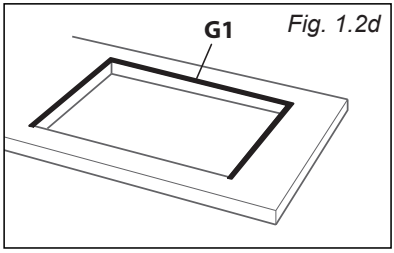
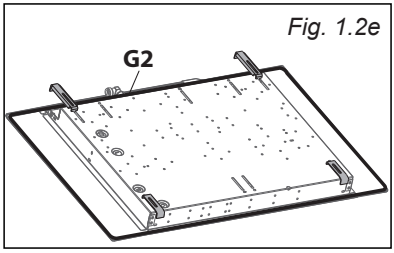
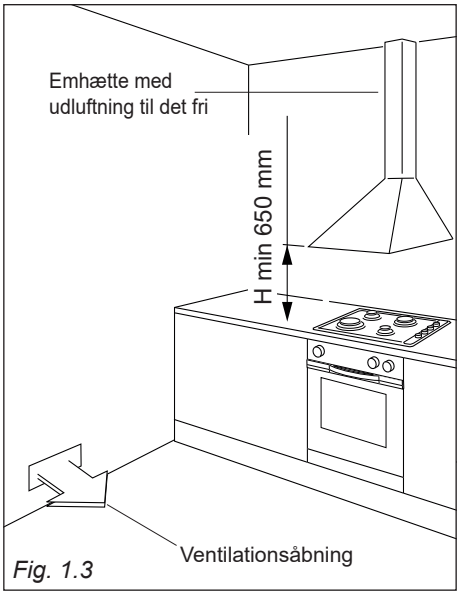

Fig. 1.2d
Fig. 1.2e
Fig. 1.3
- Modeller i fig. 1.3, 1.4 og 1.5 på side 30, 31: påfør den længste tætningsliste “**G1**” på venstre og højre sider samt på bagkanten (fig. 1.2d).
For modeller i fig. 1.3, 1.4 og 1.5 på side 30, 31. Påfør tætningslisten "**G2**" omkring hele pladen (se fig. 1.2e).
En emhætte med udluftning til det fri kræves i henhold til gældende love og regler (fig. 1.3).